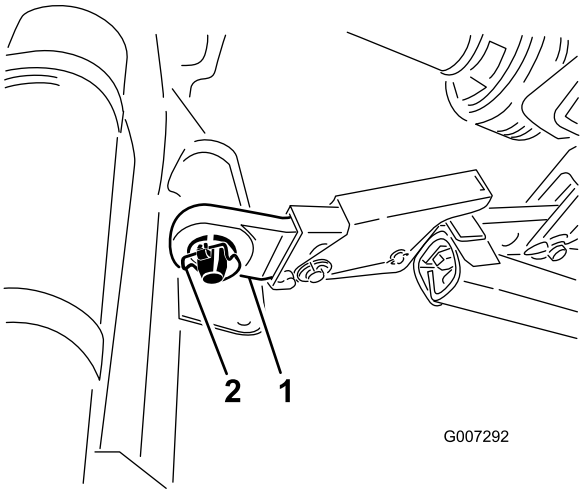

Figur 4
5. Sätt i höger och vänster nedre länkarm i hakbultarna (Figur 4).
6. Fäst de nedre länkarmarna på hakbultarna med hjulsprintarna (Figur 4).